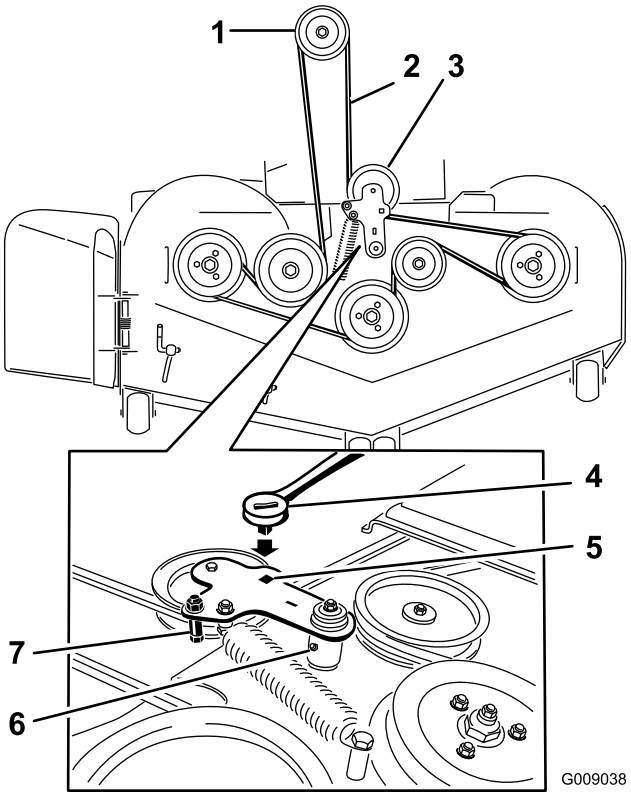

Figur 76
7. Använd en spärrhake i det fyrkantiga hålet i mellandrevsarmen för att flytta spänningen från mellanremskivfjädern (Figur 76).
9. Ta bort remstyrningen på den springfjäderbelastade mellandrevsarmen som visas i Figur 76.
11. Montera en ny rem runt klipparremsskivorna och kopplingsskivan under motorn (Figur 76).
12. Montera remstyrningen på mellandrevsarmen som visas i Figur 76.
13. Använd spärrhaken i det fyrkantiga hålet för att montera mellanremskivfjädern (Figur 76).